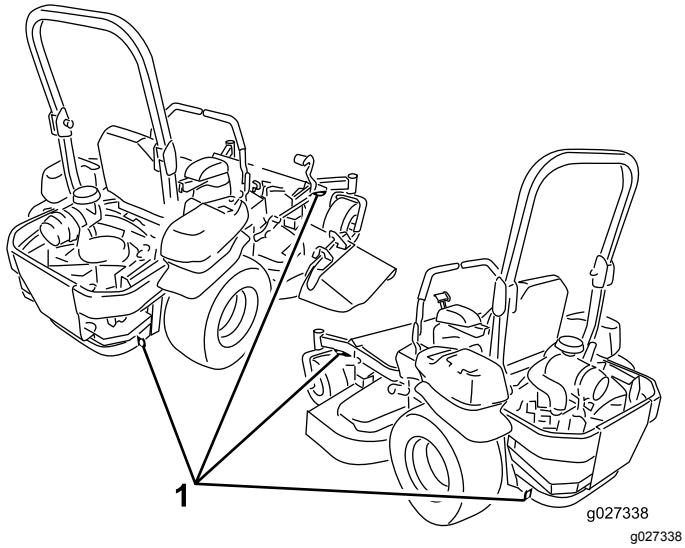

Figur 39
5. Använd fästöglorna på maskinen för att säkra den på släpvagnen eller lastbilen med hjälp av spännband, kedjor, vajrar eller rep (Figur 39).